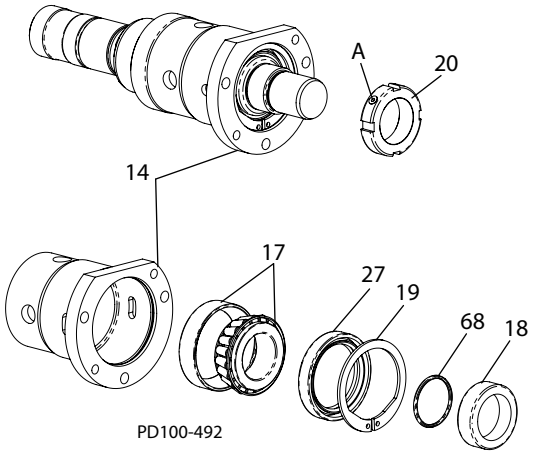

Afbeelding 42 - Lagers verwijderen
1. Maak de instelborgschroef(en) (Afbeelding 42, item A) in de lagerafstelmoeren (item 20) los en verwijder de lageraf-stelmoeren.